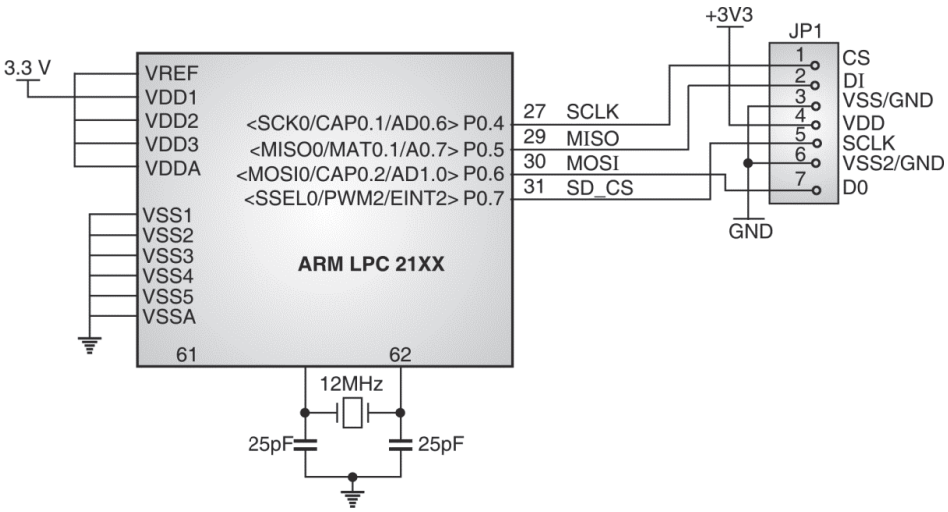

Fig. 4.31.3 : SD-MMC card interfacing with LPC2148
- Thus the interfacing of the SD-MMC memory card as discussed earlier can be done using the SPI protocol with LPC2148. Fig. 4.31.3 shows the interfacing of the SD-MMC card with LPC2148.
- The SD-MMC card can be connected at the jumper shown at the right end in the Fig. 4.31.3. LPC2148 has a SPI port whose pins are available on port 0 pins. Hence the SD card is connected on this port pins of LPC2148.